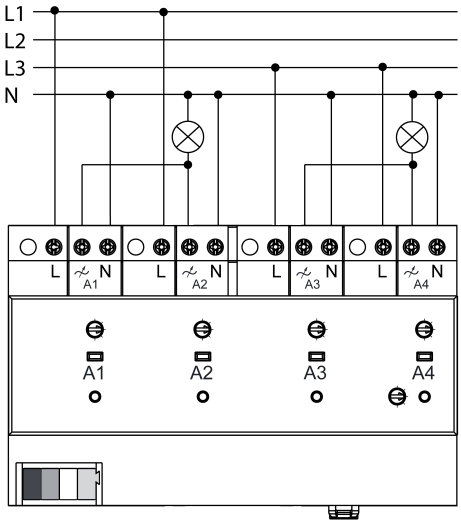

Bild 4: Anschlussbeispiel mit jeweils zwei parallelen Ausgängen
- Lasten gemäß Anschlussbeispiel anschließen (Bild 4).